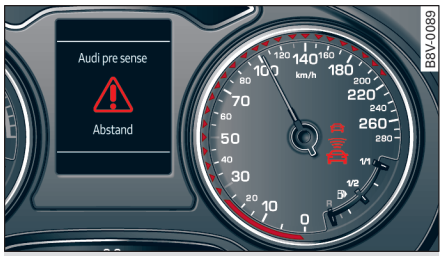

图 122 组合仪表：追尾警告
– 如果前面行驶的物体相当缓慢或强烈制动，那么发出**距离警告**。出现该警告时，只可通过规避动作或强烈制动避免碰撞。通过驾驶指南 Audi pre sense（奥迪乘员预防保护系统） Distance（车距） ⇨ *图 122* 和声音信号提请注意危险。对于带自适应巡航控制系统的汽车，还额外亮起指示灯 。
– 当出现严重碰撞危险时，首先通过一次制动冲击发出 **严重警告**。此外通过组合仪表显示屏中的显示 ⇨ *图 122* 提醒您注意危险情况。对于带自适应巡航控制系统的汽车，还额外亮起指示灯 。